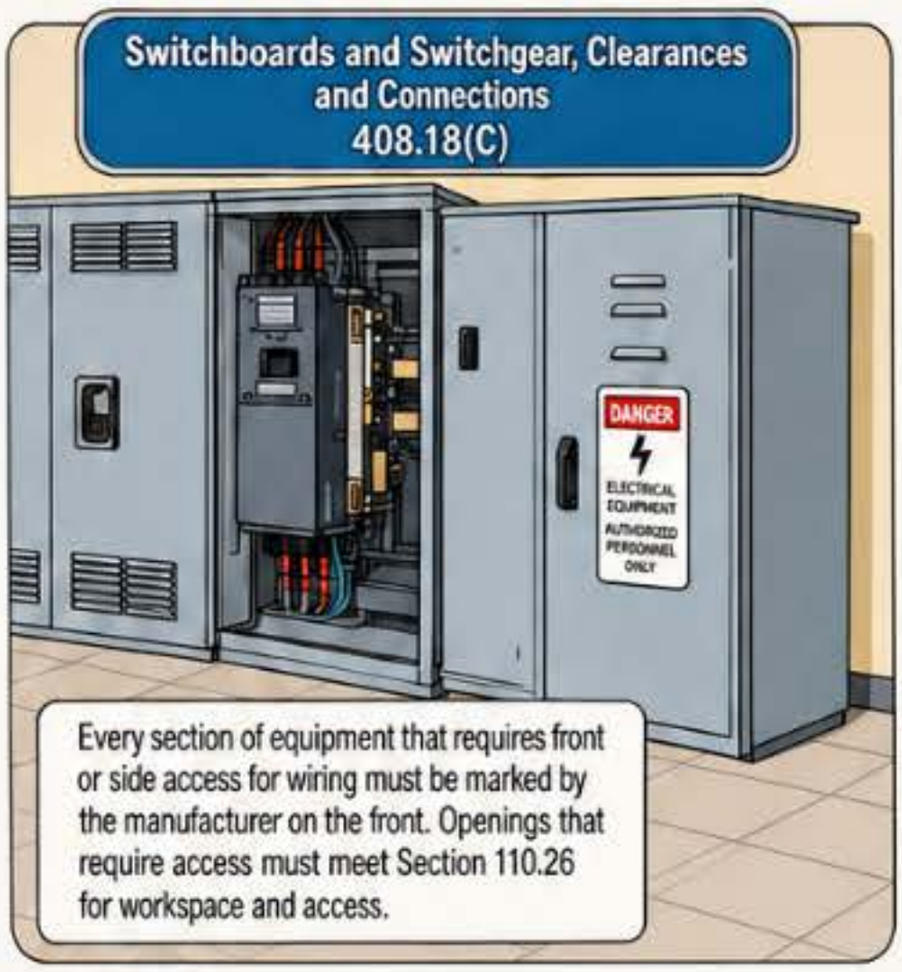

Figure 408–11
(C) Connections. Each equipment section that needs front or side access for making field connections must have the access area marked on the front by the manufacturer. Section openings requiring front or side access must meet the workspace and access rules in 110.26. **Figure 408–11**
▶ **Figure 408–12**